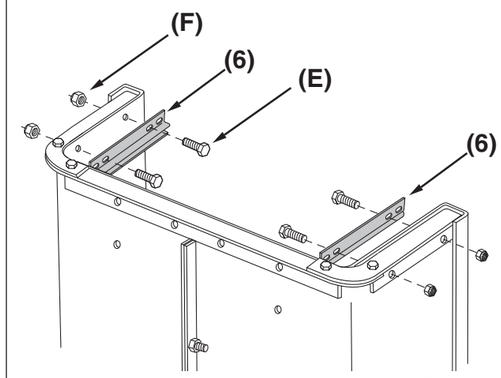

Figure 6
STEP 6 (SEE FIGURE 6): Attach the tailgate guides (6) using four 1/4" x 3/4" hex bolts (E) and 1/4" nylock nuts (F). Tighten hardware.